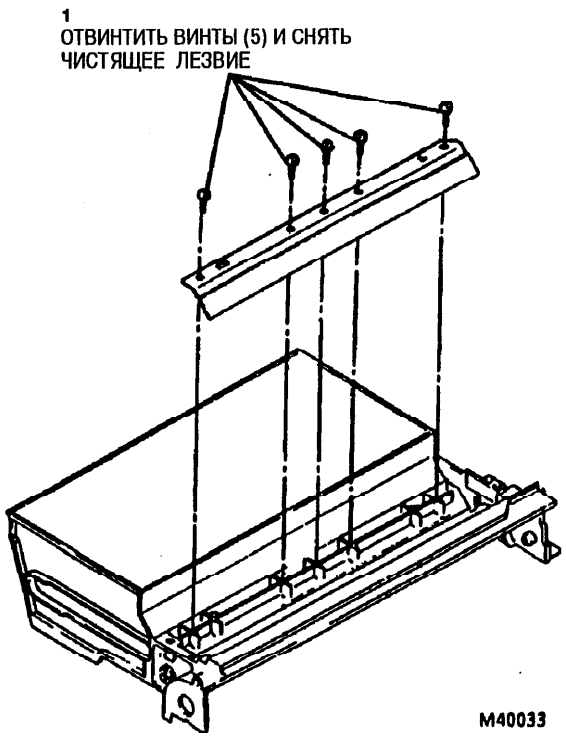

Рис. 1. Снятие чистящего лезвия
2. (Рис. 1): Отвинтить винты (5) и снять чистящее лезвие.